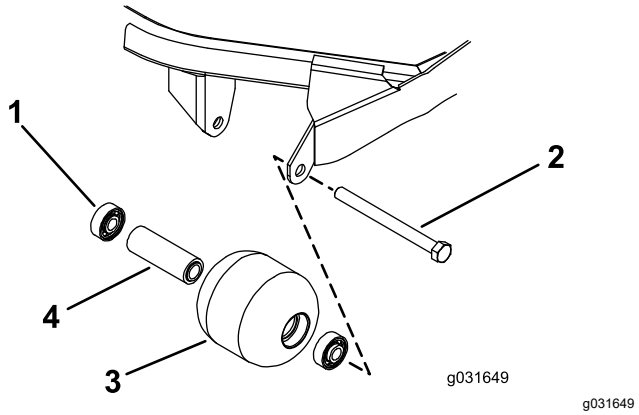

Figura 73
1. Retire o parafuso de montagem do rolo (Figura 73).
4. Verifique se a estrutura dos rolamentos, os rolamentos e o espaçador de rolamentos estão danificados (Figura 73).
1. Empurre só a calha externa ou, então, exerça o mesmo tipo de pressão nas calhas interna e externa, e empurre o primeiro rolamento para a estrutura do rolamento (Figura 73).
2. Coloque o espaçador (Figura 73)
3. Empurre só a calha externa ou, então, exerça o mesmo tipo de pressão nas calhas interna e externa, e empurre o segundo rolamento para a estrutura do rolamento até entrar em contacto com o espaçador (Figura 73).